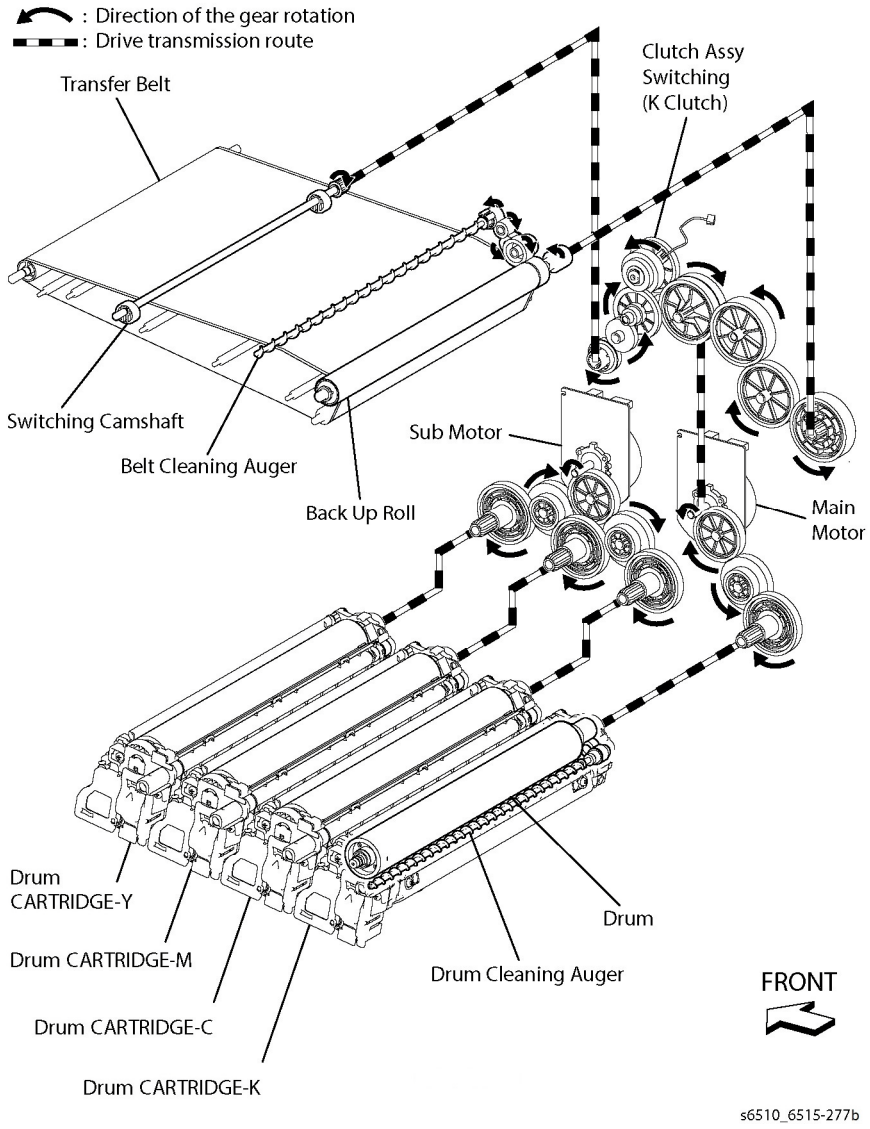

Figure 3 Drum and Transfer Belt Feed
Figure 3 shows the drive transmission of the Drum and the Transfer Belt. The Main Motor drives the rolls and gears of the Drum (K) and the Transfer Belt. The Sub Motor drives the rolls and gears of the Drums (Y/M/C).